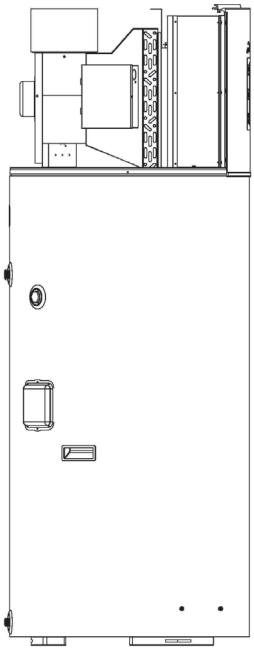

Rys. 9
3. Od panelu tylnego (poz. 5), dwóch listw dekoracyjnych (poz. 6) i płaszcza zbiornika należy odkręcić wszystkie śruby (2) (patrz rys. 9).
4. Na końcu należy unieść panel tylny (poz. 5) lekko, aby ukończyć demontaż (patrz rys. 9).